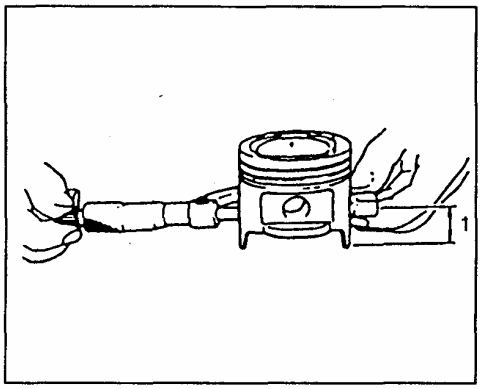

Рис. 171
3) Измерьте диаметр поршня при помощи измерительного инструмента (Рис. 171).